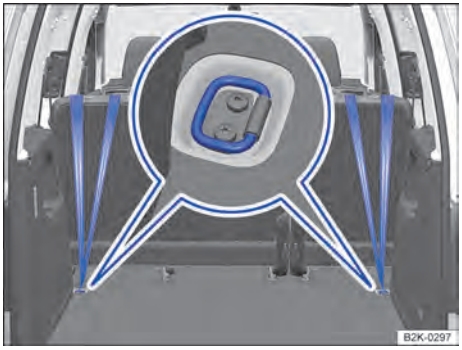
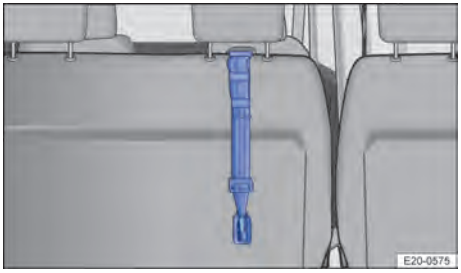

Bilde 43 Ytre sitteplasser på andre seterad: Top Tether-reimene er festet i surrekrokene som er skrudd inn på sidene i lasterommet.
Bilde 44 Midtre sitteplass på andre seterad: Top Tether-reimen er festet til Top Tether-festet (avhengig av land og utstyr).
7. Fest Top Tether-reimen på barnesetet i surrekrokene → Bilde 43 eller Top Tether-festet → Bilde 44.